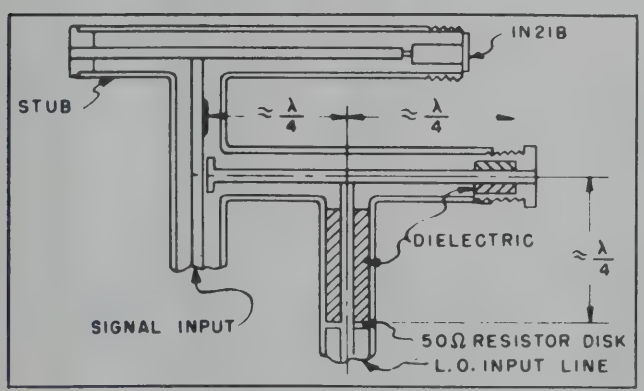

Figure 2–8. Coho Mixer Assembly
d. RF SYSTEM. *(See figures 2–7 through 2–11.)*
(1) GENERAL.